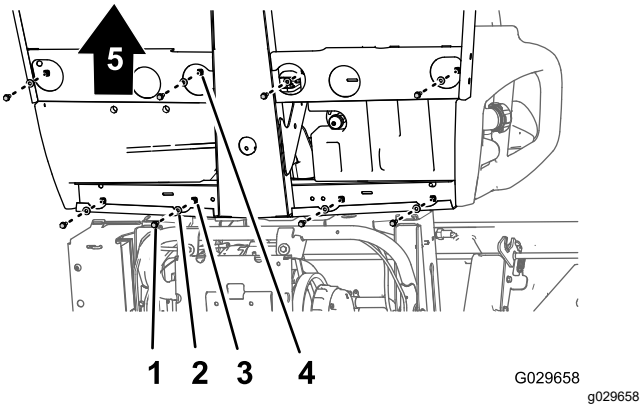
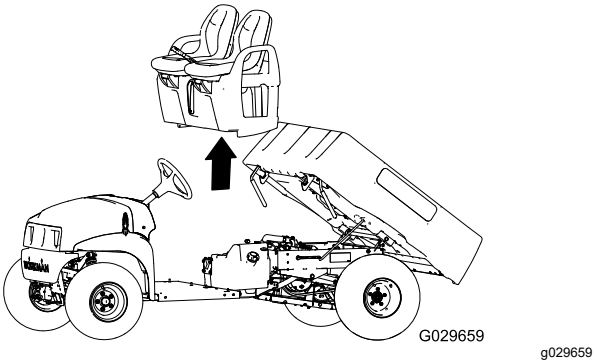

Figur 44
Figur 45
1. Fjern de otte flangehovedbolte og otte spændeskiver i bunden af maskinen, der fastgør sædesoklen til gulvpladen og kanalen i førerhusets bagende (Figur 44).
2. Løft forsigtigt sæderne, sædesoklen og parkeringsbremsens kabler af maskinen (Figur 44).
1. Løft sæderne og sædesoklen på maskinen og juster bremsekablerne i forhold til chassiset (Figur 44 og Figur 45).
2. Ret hullerne i sædesoklen ind efter hullerne i gulvpladen og kanalen i førerhusets bagende (Figur 45 og Figur 44).